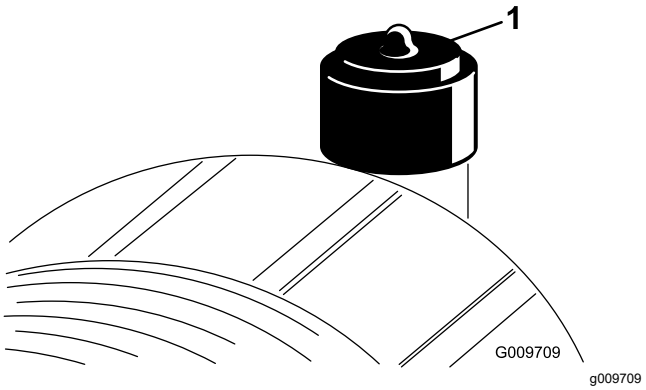

Figur 52
Efterse kun luftfilterelementet, når begrænsningsindikatoren (Figur 52) viser, at det er nødvendigt. Hvis du udskifter luftfilterelementet, før det er nødvendigt, øger du blot risikoen for, at der kommer snavs ind i motoren, når elementet afmonteres.
2. Nulstil begrænsningsindikatoren (Figur 52), hvis den viser rødt.